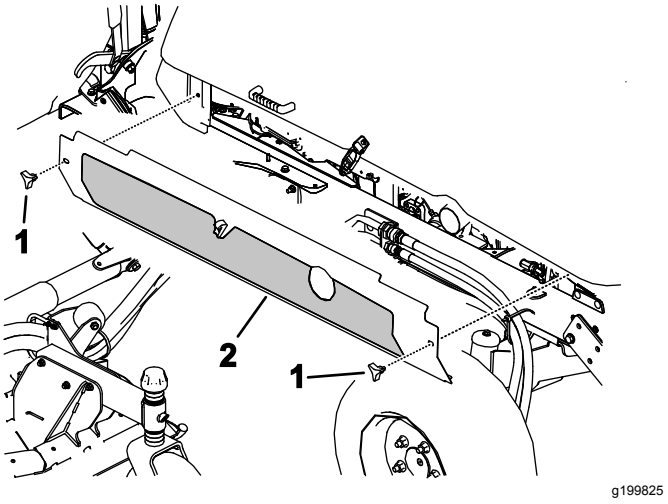

Figur 101
4. Lossa vreden och ta bort båda sidohöljena (Figur 101).
5. Montera sidohöljena (Figur 101).